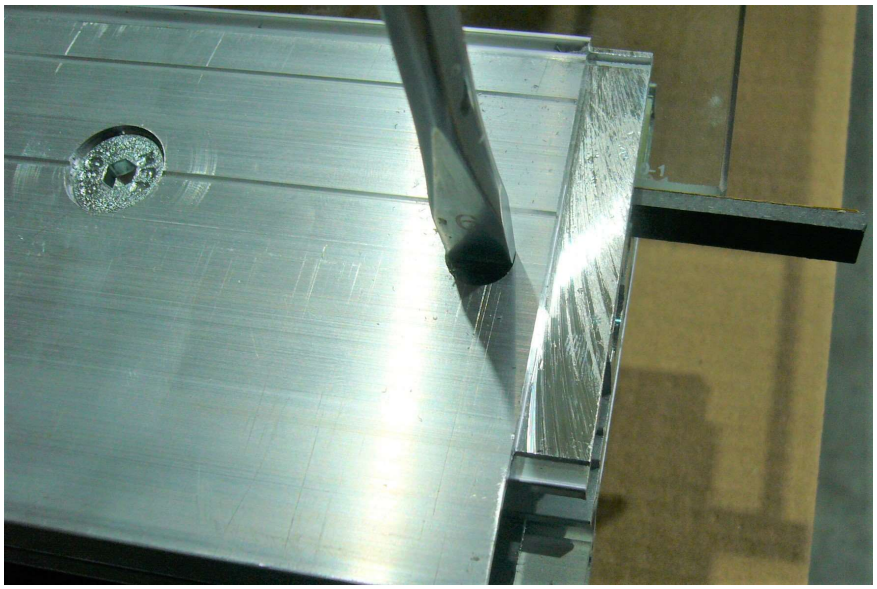

Abbildung 21
- Den Quergewindebolzen mit einem flachen Schraubendreher so ausrichten, dass das Gewinde von der Stirnseite des Klemmprofils gut zugänglich ist (Abbildung 21)